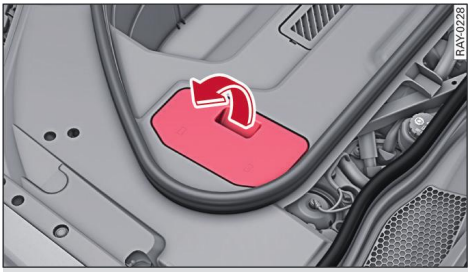

Fig. 136 Front compartment: Removing cover over coolant expansion tank
- Take off the cover ⇨ *Fig. 136*.
- Put the cover ⇨ *Fig. 136* back on after checking the coolant level.
- Put the cover ⇨ *page 287, Fig. 136* back on after topping up.